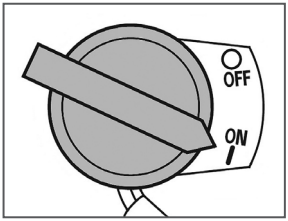

Рис. 12 Выключатель зажигания
5. Установите выключатель зажигания в положение ON (ВКЛЮЧЕНО) (Рис. 12).